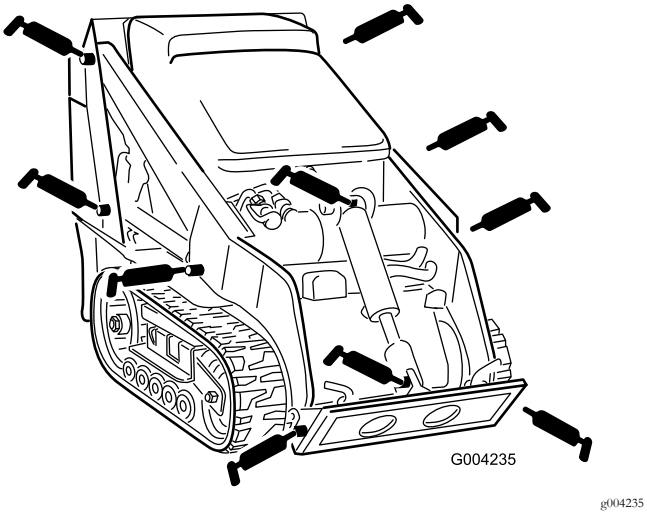
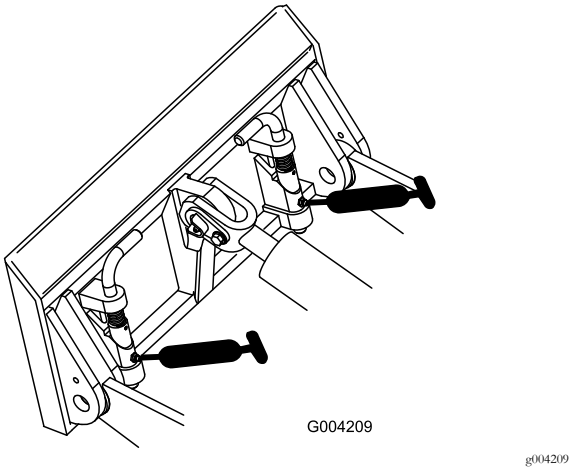

Figur 34
Figur 35
3. Sätt en fettspruta på varje nippel (Figur 34 och Figur 35).